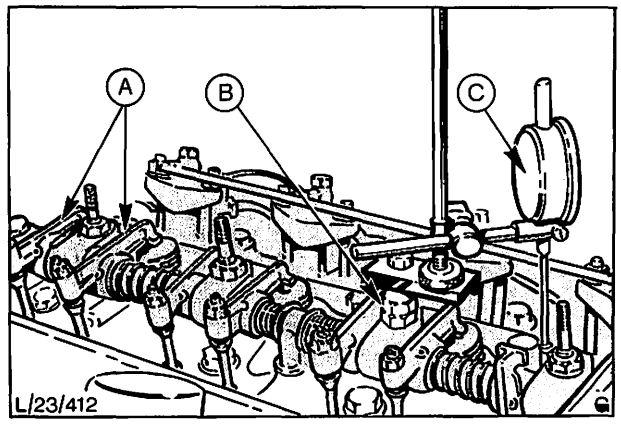

Abb. 35 Meßuhr-Befestigung
f) Meßuhr und Einsatzstücke am zweiten Zylinderkopfdeckel-Stehbolzen (Abb. 35) befestigen und Meßuhr auf Auslaßventilschaft aufsetzen.